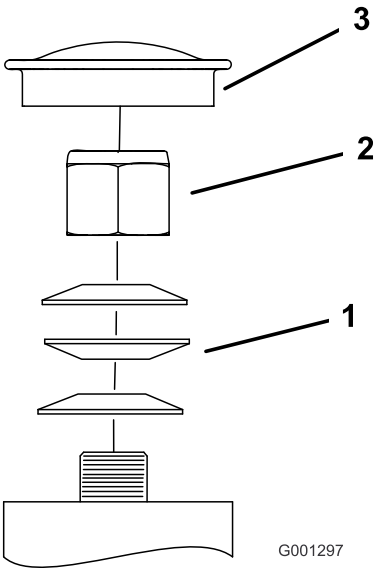

Figur 66
3. Ta av dammkåpan och dra åt låsmuttern (Figur 66).
4. Dra åt låsmuttern tills fjäderbrickorna är plana och släpp sedan efter 1/4 varv för att få rätt förbelastning på lagren (Figur 66).
Viktigt: Kontrollera att fjäderbrickorna har monterats korrekt enligt Figur 66.
5. Montera dammkåpan (Figur 66).